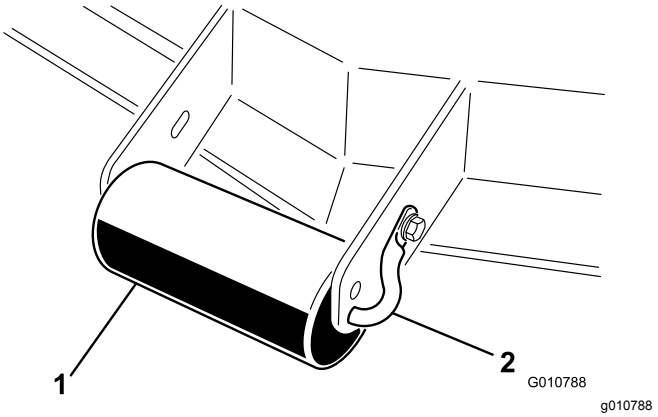

**Figur 11**
1. Fjern maskinskruen og møtrikken, som fastholder rulleakslen på klippeenhedens beslag (Figur 11).